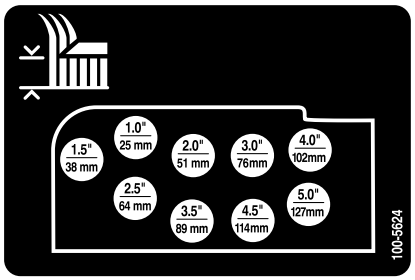

Figur 20
9. Monter klippehøydekjeden til ønsket klippehøydehull med ringstiften og hårnålssplinten (Figur 20).